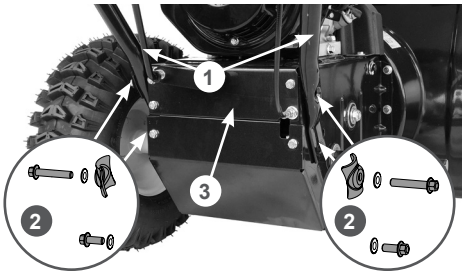

**Рис. 4 Установка стойки рукояток**
3. Установите стойку 1 рабочих рукояток на раму 3 и закрепите с помощью болтов и шайб 2, как показано на Рис. 4.